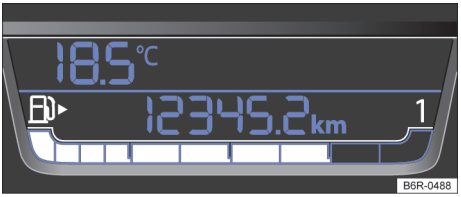
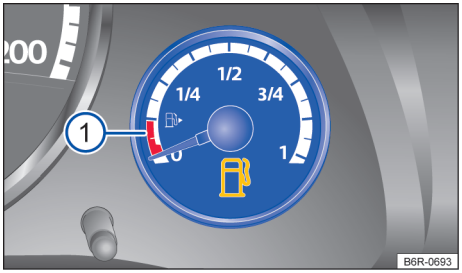

Fig. 16 No display do instrumento combinado: indicador do nível de combustível (variante 1).
Fig. 17 No instrumento combinado: indicador do nível de combustível (variante 2).
O indicador do nível de combustível pode ser diferente conforme o modelo do veículo → Fig. 16 ou → Fig. 17. ▶
a) Válido somente para veículos com indicador do nível de combustível no display do instrumento combinado → Fig. 16.
a) Válido somente para veículos com indicador do nível de combustível no instrumento combinado → Fig. 17.
ⓘ A pequena seta ao lado do símbolo da bomba de combustível no mostrador → Fig. 16 ou → Fig. 17 indica de que lado do veículo está a portinhola do tanque de combustível. ◁